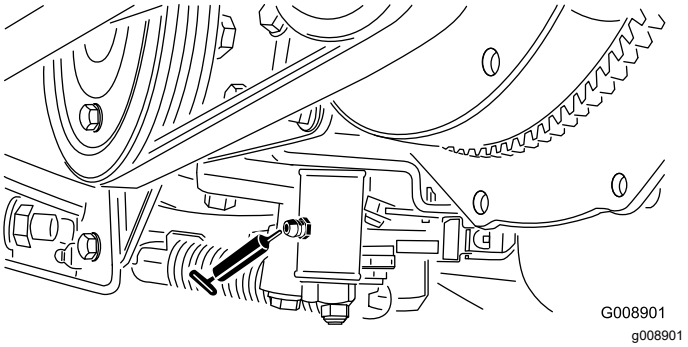

**Figur 49**
- Nøytral justeringsmekanisme (Figur 49)